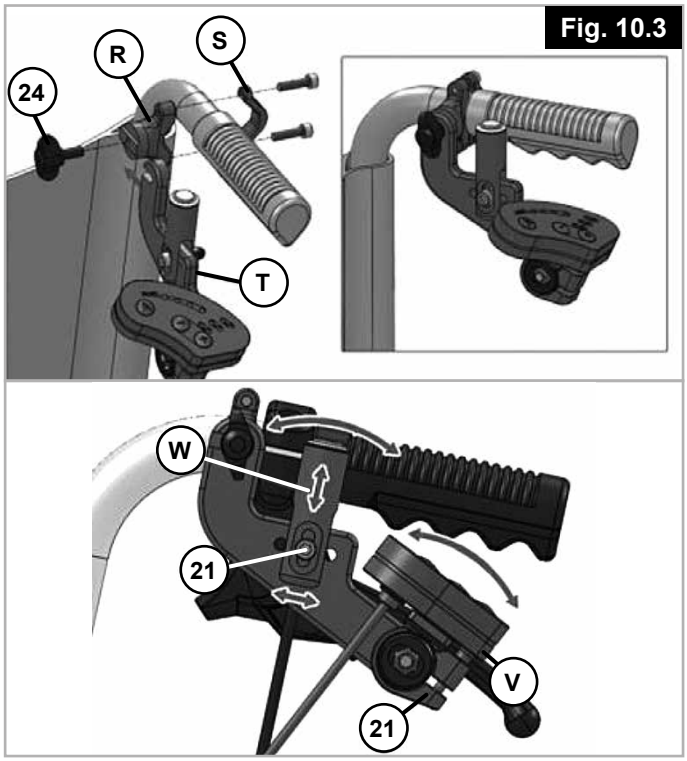

Fig. 10.3
10.3 Bevestigen van de bedieningseenheid (Fig. 10.3)